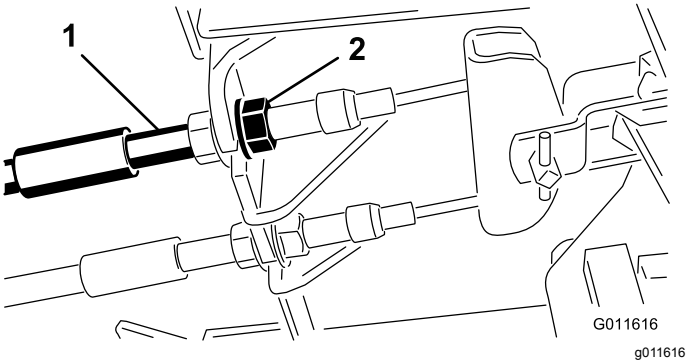

Figur 85
1. Dra åt bromsarna genom att lossa den främre muttern på bromskabelns gängade ände för att minska bromspedalernas spel (Figur 85).